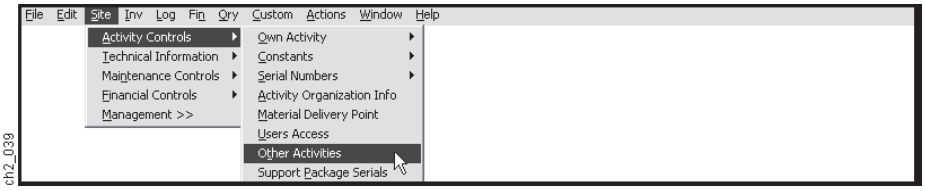

Figure 2-56
(3) **Step 3.** On the Activity Controls Submenu above (Figure 2-56), select the Other Activities Option.